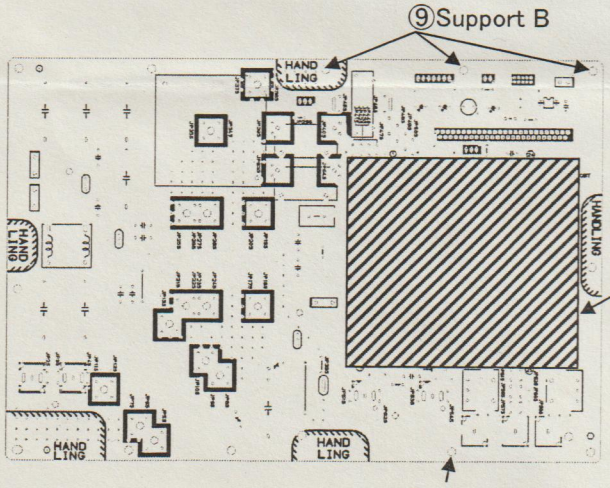

Fig.4
⑨Attach support B (4) to the backside of power circuit board as shown in Fig.4.
⑩Apply silicon on radiating surface of Power module which is attached to the backside of power circuit board. (See Fig.4.)